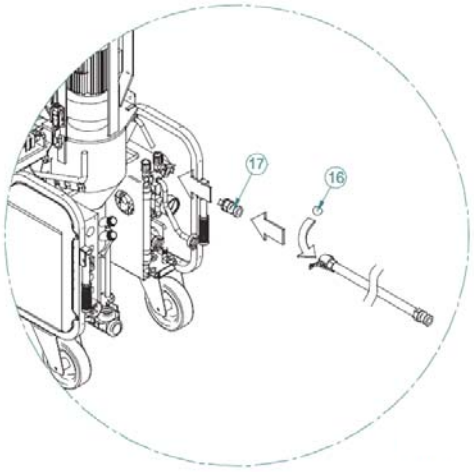

FIG.17
Quitar el mezclador y lavarlo. Limpiar la zona de mezcla con una espátula. Introducir el rascador (ref. 15) de la manera indicada en la fig. 17, cerrar la cámara de mezcla, girar el interruptor principal hasta la posición de trabajo correcta (testigo azul encendido) y, luego, accionar el pulsador de marcha. Dejar girar durante 5-10 segundos, hasta que la cámara de mezcla quede totalmente limpia.
Luego, lavar los tubos. Introducir una esponja de lavado (ref. 16) en el inicio del tubo, conectar el tubo de envío del material al empalme del tubo de argamasa - tubo agua (ref. 17): luego, conectarlo a la llave auxiliar del agua. Poner en marcha la bomba del agua y abrir la llave auxiliar del agua hasta que salga la esponja de lavado (fig. 17) por el otro extremo.